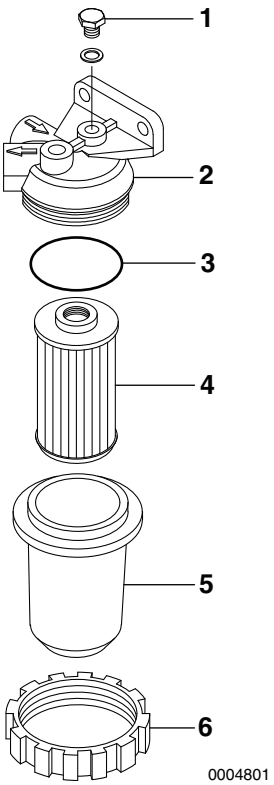

Figure 4
3. Loosen the air bleed screw **(Figure 4, (1))** 2 to 3 turns.